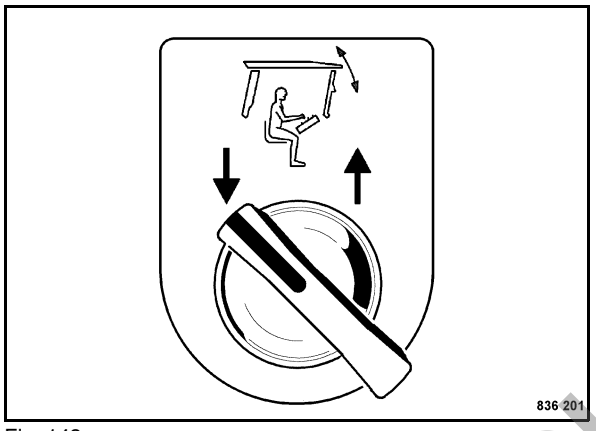

Fig. 143
- Turn the rotary switch (Fig. 143) anti-clockwise to fold the protection roof in.